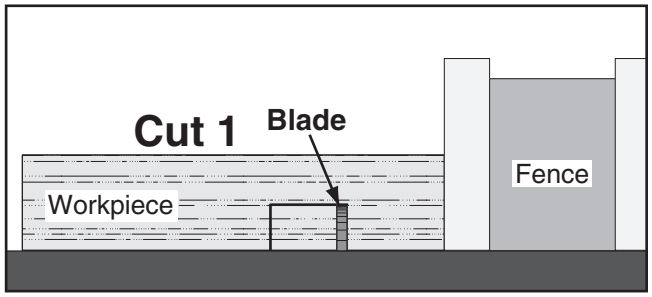

Figure 5. First cut for a single-blade dado.
6. Align blade to cut one side of dado, as shown in **Figure 5**.